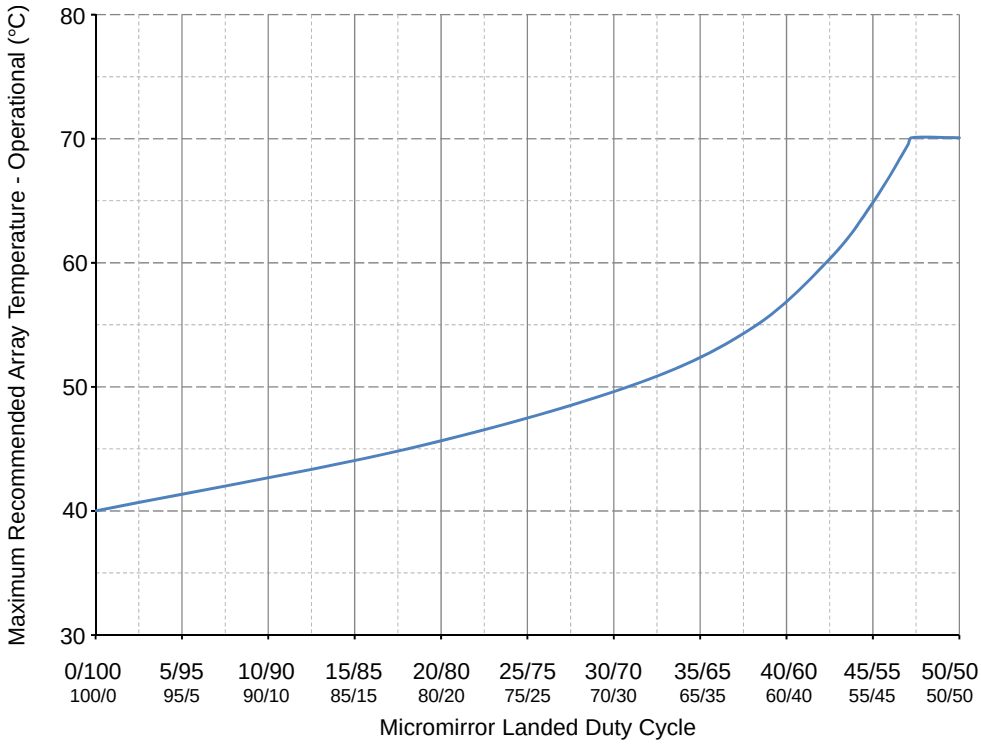

Figure 1. Maximum Recommended Array Temperature - Derating Curve
(13) Per Figure 1, the maximum operational array temperature should be derated based on the micromirror landed duty cycle that the DMD experiences in the end application. See *Micromirror Landed-On/Landed-Off Duty Cycle* for a definition of micromirror landed duty cycle.
(14) Long-term is defined as the usable life of the device.
(15) Array temperatures beyond those specified as long-term are recommended for short-term conditions only (power-up). Short-term is defined as cumulative time over the usable life of the device and is less than 500 hours.
(16) The maximum marginal ray angle of the incoming illumination light at any point in the micromirror array, including Pond of Micromirrors (POM), should not exceed 55 degrees from the normal to the device array plane. The device window aperture has not necessarily been designed to allow incoming light at higher maximum angles to pass to the micromirrors, and the device performance has not been tested nor qualified at angles exceeding this. Illumination light exceeding this angle outside the micromirror array (including POM) will contribute to thermal limitations described in this document, and may negatively affect lifetime.